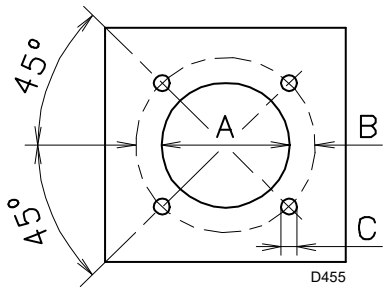

Abb. 14
Bebohren Sie die Abdeckplatte der Brennkammer wie aus Abb. 14 (Tab. K) ersichtlich. Die Lage der Gewindebohrungen kann mit Hilfe des Wärmeschilds, das dem Brenner beigepackt ist, nachvollzogen werden.
- ➤ Den gesamten Brenner in das vorher vorbereitete Bohrloch des Heizkessels einpassen, wie in Abb. 14 dargestellt, und mit den beigepackten Schrauben befestigen.